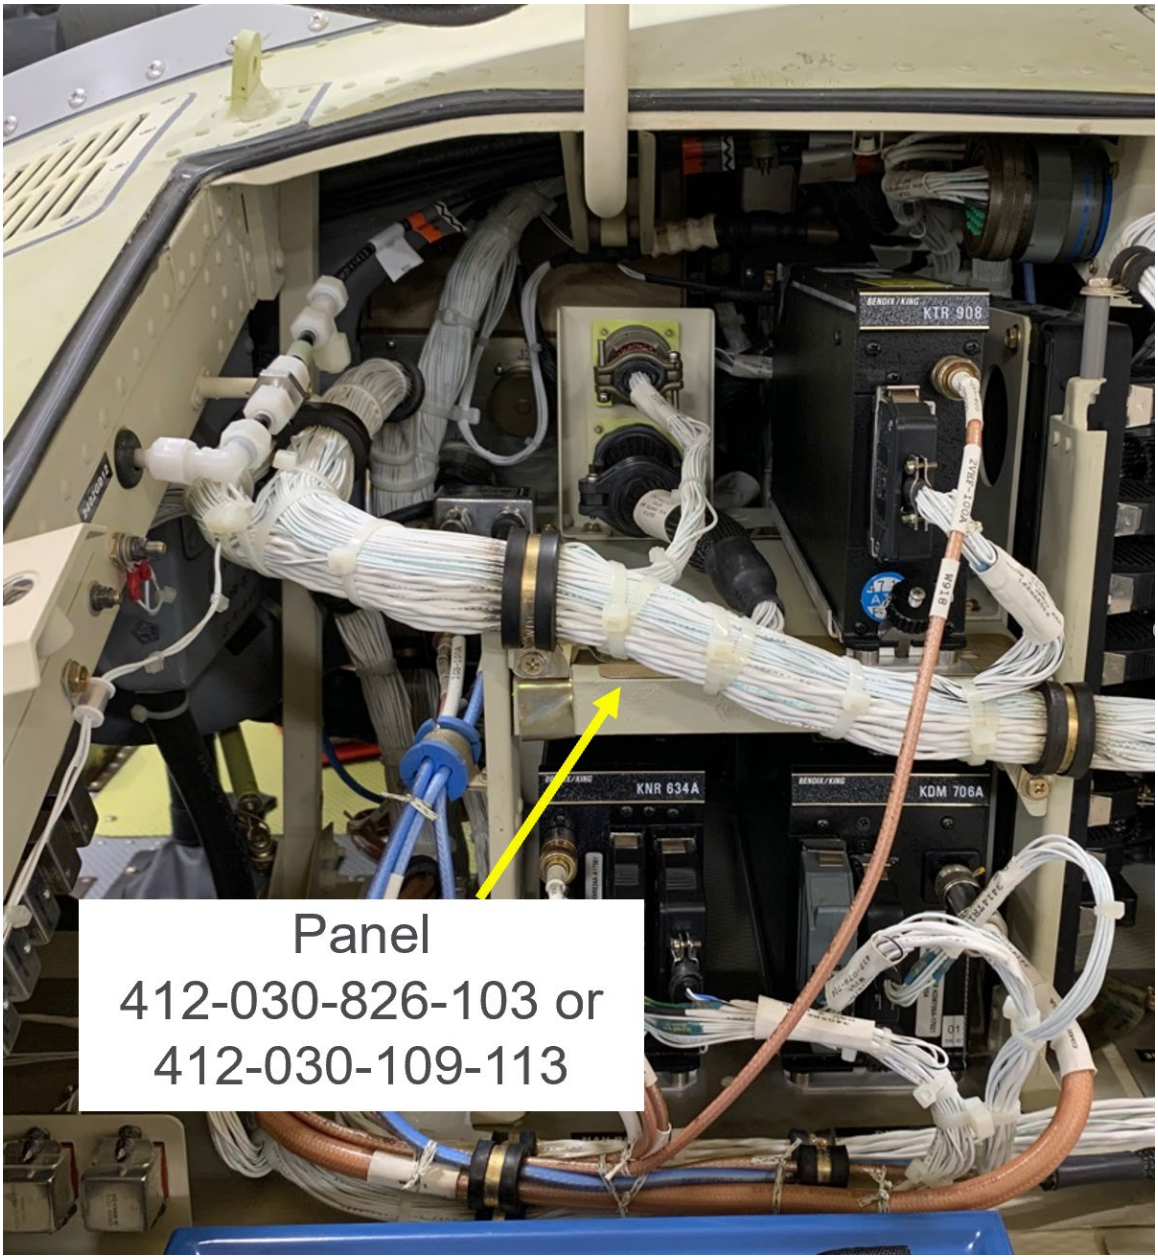

**Figure 1. Affected panel location.**
1. Prepare the helicopter for maintenance and gain access to the aft section of panel assembly 412-030-826-103 or 412-030-109-113 as applicable (Figure 1).
1. Prepare the helicopter for maintenance and gain access to panel assembly 412-030-109-113 or 412-030-826-103 as applicable (Figure 1).